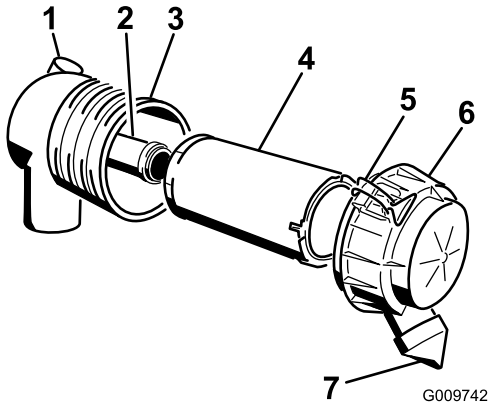

Figuur 29
Belangrijk: Geef het luchtfilter uitsluitend een onderhoudsbeurt als de onderhoudsindicator rood is (Figuur 29). Als u het luchtfilter vervangt voordat dit nodig is, wordt alleen maar de kans vergroot dat er vuil in de motor komt als het filter wordt verwijderd.
4. Maak de sluitingen op het luchtfilter los en trek het luchtfilterdeksel van de luchtfilterbehuizing (Figuur 29).
1. Schuif het filter voorzichtig uit de luchtfilterbehuizing (Figuur 29). Zorg ervoor dat u niet met het filter tegen de zijkant van de luchtfilterbehuizing stoot.
4. Als u het veiligheidsfilter vervangt, schuif dan voorzichtig het nieuwe filter in de filterbehuizing (Figuur 29).
5. Schuif het voorfilter op het veiligheidsfilter (Figuur 29). Zorg ervoor dat het filter volledig vastzit door de buitenring van het filter tijdens de montage aan te drukken.
6. Monteer het luchtfilterdeksel met de kant met het opschrift UP naar boven gericht en maak de sluitingen vast (Figuur 29).